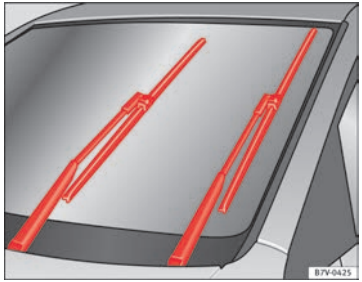

Fig. 130 Windscreen wipers in service position
– Turn ignition on and off and then (before approx. 9 sec.) move the windscreen wiper lever to the intermittent wipe position. The windscreen wipers will move to the service position ⇒ Fig. 130.